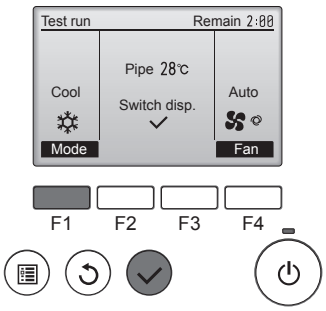

Fig. 8-3
① Appuyez sur la touche [F1] pour changer de mode de fonctionnement. (Fig. 8-3)